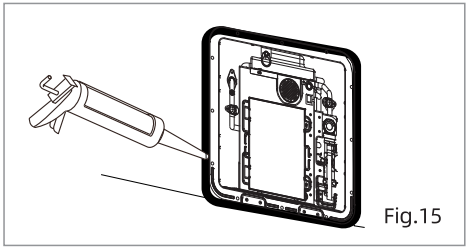

Fig.15
3. Apply a liberal amount of sealant around the door frame to fill any gaps to the RV wall. (Fig.15) Wipe any excess sealant.